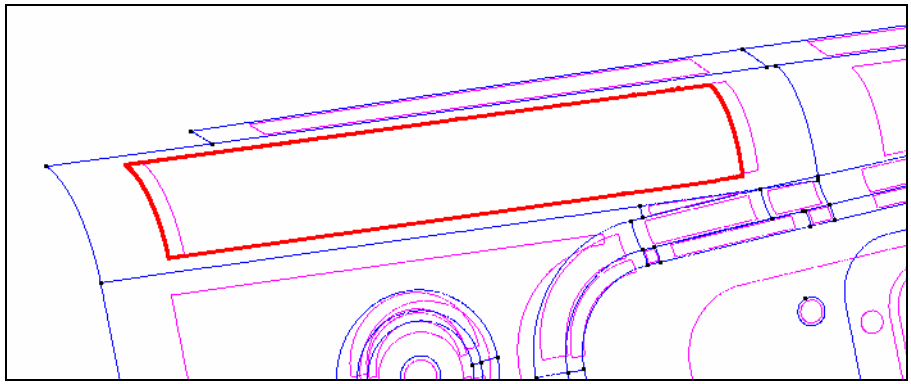

Figure 27. The original surface to be deleted.
15. Select **Geometry→Delete→Surfaces**. Select the original surface (Figure 27). Press **ESC**.